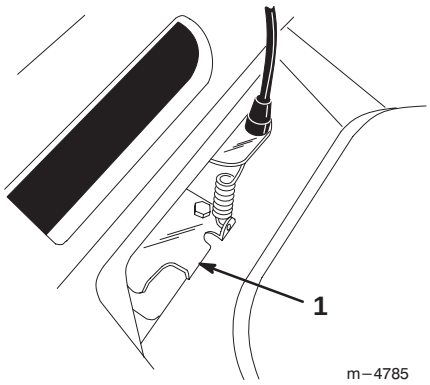

Abbildung 31
4. Die Riemenführungszunge nach unten drücken, bis sie den Rasenmäher berührt und in dieser Position halten (Abb. 31).
2. Die Abdeckung herunterheben und alle Fremdkörper aus dem Riemenbereich herausbürsten (Abb. 31).